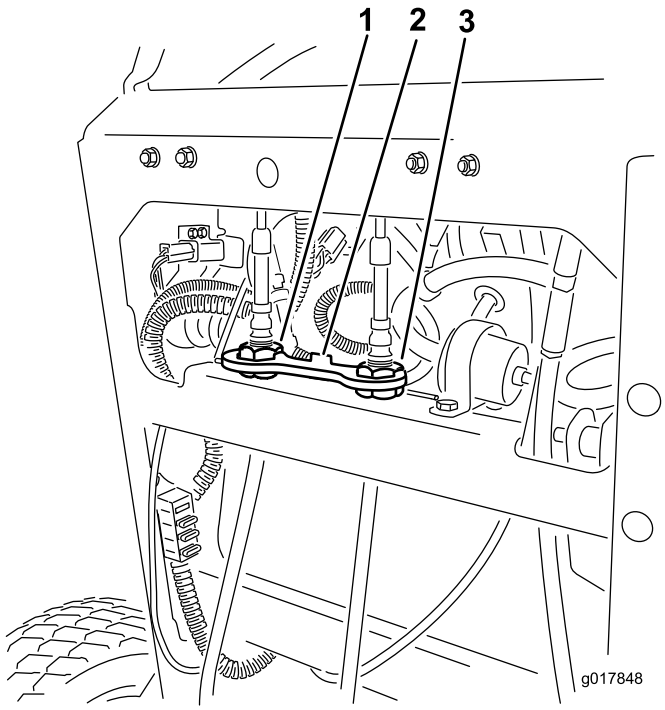

Figur 56
4. Roter højre kabeljustering for at sætte højre bevægelseshåndtag i midten af kontrolpanelets neutrale låseposition (Figur 56).